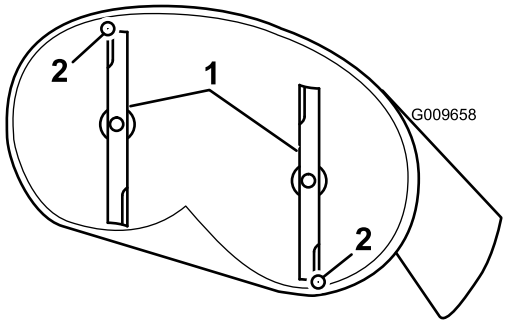
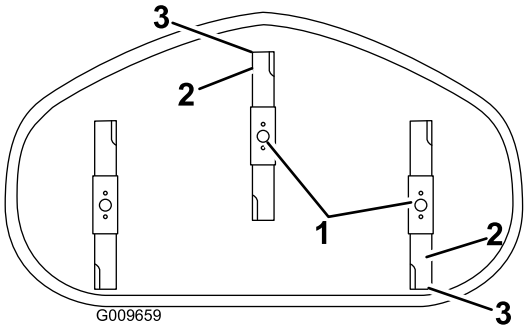

Figur 62
Figur 63
4. Drej forsigtigt knivene, så de vender på langs (Figur 62 og Figur 63).
5. Mål fra spidsen af den forreste skærekniv til den plane overflade og spidsen af den bageste skærekniv til den plane overflade (Figur 62 og Figur 63).
9. Efter justering skal du kontrollere den langsgående hældning igen og fortsætte med at justere møtrikken, indtil den forreste knivspids er 1,6 til 7,9 mm lavere end den bageste knivspids (Figur 62 og Figur 63).